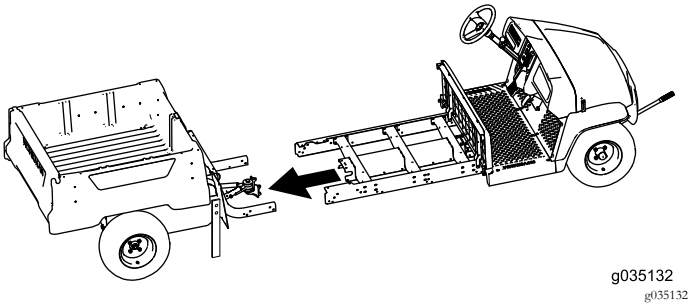

Bild 75
7. Bringen Sie die vorderen und hinteren Abschnitte der Maschine mit der Hilfe einer anderen Person zusammen (Bild 75).